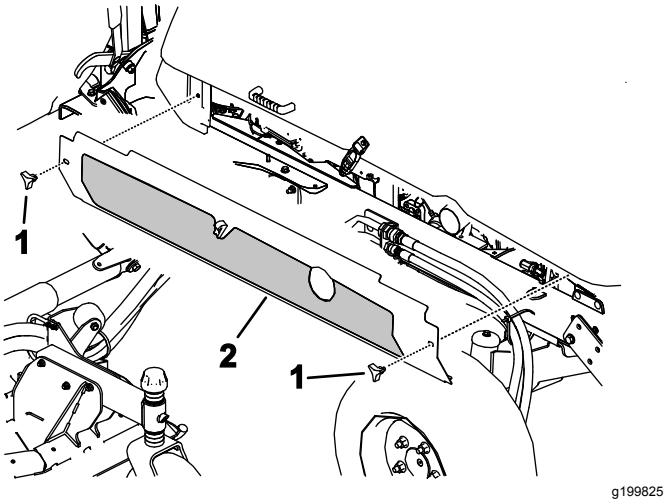

Figur 101
4. Løsn drejeknapperne, og fjern begge sideafskærmninger (Figur 101).
5. Monter sideafskærmningerne (Figur 101).